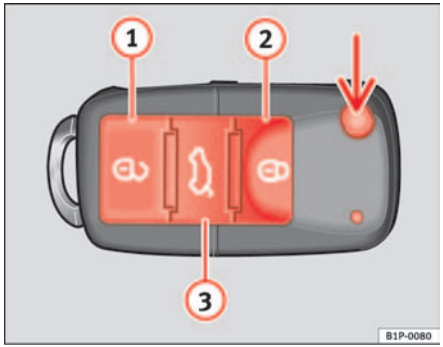
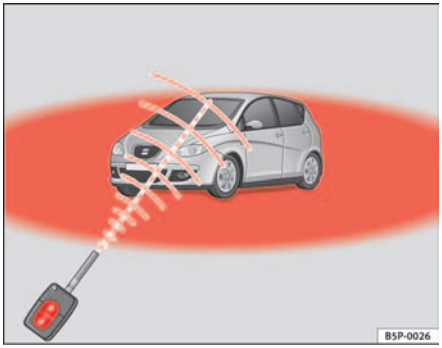

Fig. 64 Assignment of buttons on the remote control key
Fig. 65 Range of the remote control
Using the button ⇒ fig. 64 (arrow) on the control, the key shaft is released.
Unlocking the vehicle ⇒ fig. 64 (1).
Locking the vehicle ⇒ fig. 64 (2).
Unlocking the tailgate. Press the button ⇒ fig. 64 (3) until all indicators on the vehicle briefly flash. When the unlocking button (3) is pressed, 2 minutes remain for opening the door. Once this time has passed, it will lock once more.
Also, the battery indicator on the key ⇒ fig. 64, will flash.
When the button ⇒ fig. 64 (1) is used the driver's door is unlocked, all others remain locked.
Press the button ⇒ fig. 64 (1) twice to unlock all doors.
- The remote control functions only when you are in range ⇒ page 99, fig. 65 (red area).
- If the vehicle is unlocked using the 🔓 (1) button, the vehicle will be locked again automatically if any of the doors or the tailgate are not opened within 30 seconds of unlocking the vehicle. This function prevents the vehicle from remaining unlocked if the unlocking button is pressed by mistake.
– Use both keys that have been delivered with the vehicle; the key with the remote and the normal key ⇒ page 99, fig. 64 ⇒ page 99, fig. 65.
– Lock the vehicle from the driver side door lock using the key with the remote control ⇒ page 99, fig. 64 ⇒ page 99, fig. 65.